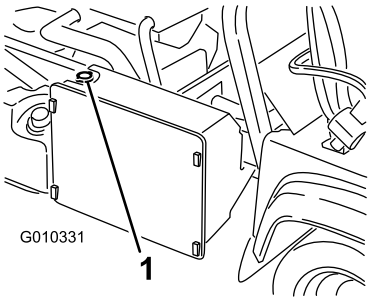

Figur 77
3. Fjern kølerdækslet (Figur 77).
4. Fjern dækslet fra kølevæskens reservetank (Figur 77).
7. Fyld køleren helt op, og skru dækslet på (Figur 77).